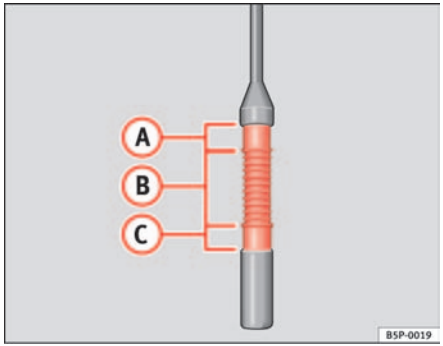

Fig. 160 Engine oil dipstick.
– Pull the dipstick out again and check the oil level ⇒ fig. 160.
If the oil level is in area ⇒ fig. 160 (A), do not top up with oil.